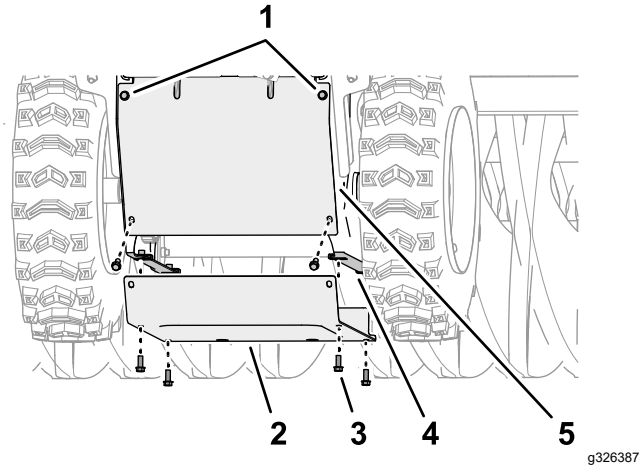

Figuur 47
5. Aan de achterkant van machine: maak de twee flensinbusbouten (¼" x ⅝") los waarmee de achterkap op de machine is gemonteerd (Figuur 47).
6. Verwijder de 6 flensinbusbouten (¼" x ⅝") waarmee de onderkap op de machine bevestigd is, en verwijder de kap (Figuur 47).